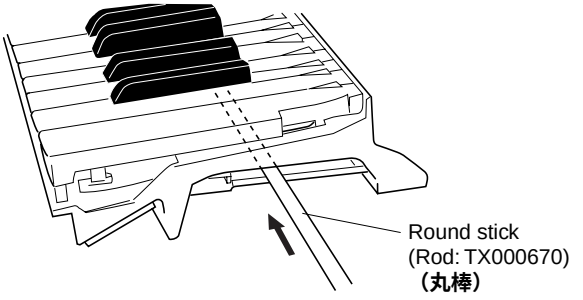

Fig.9 (**図 9**)
*** After inserting a round stick (Rod: TX000670) between the frame and the keys, remove the circuit boards. (Fig. 9)**
※ シートを外す前に、接点ゴムを歪ませないように、フレームとハンマーの間に丸棒（ロッド: TX000670）を挿入しておきます。（図 9）